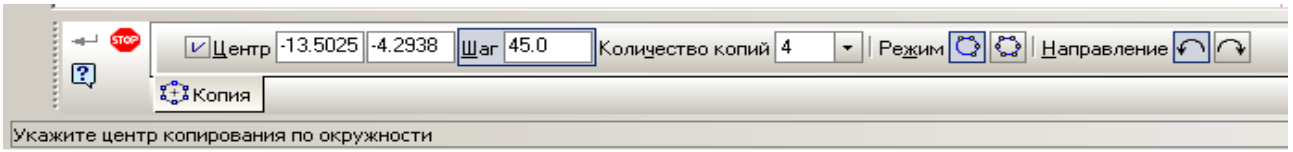

Рис. 8.4. **Панель свойств** операции **Редактор⇒Копия⇒По окружности**.
Панель свойств выбранной команды (рис. 8.4) содержит новые для нас поля ввода и кнопки-переключатели:
2.7. Обновите изображение (кнопка ). Сравните полученное изображение с рис. 8.4.